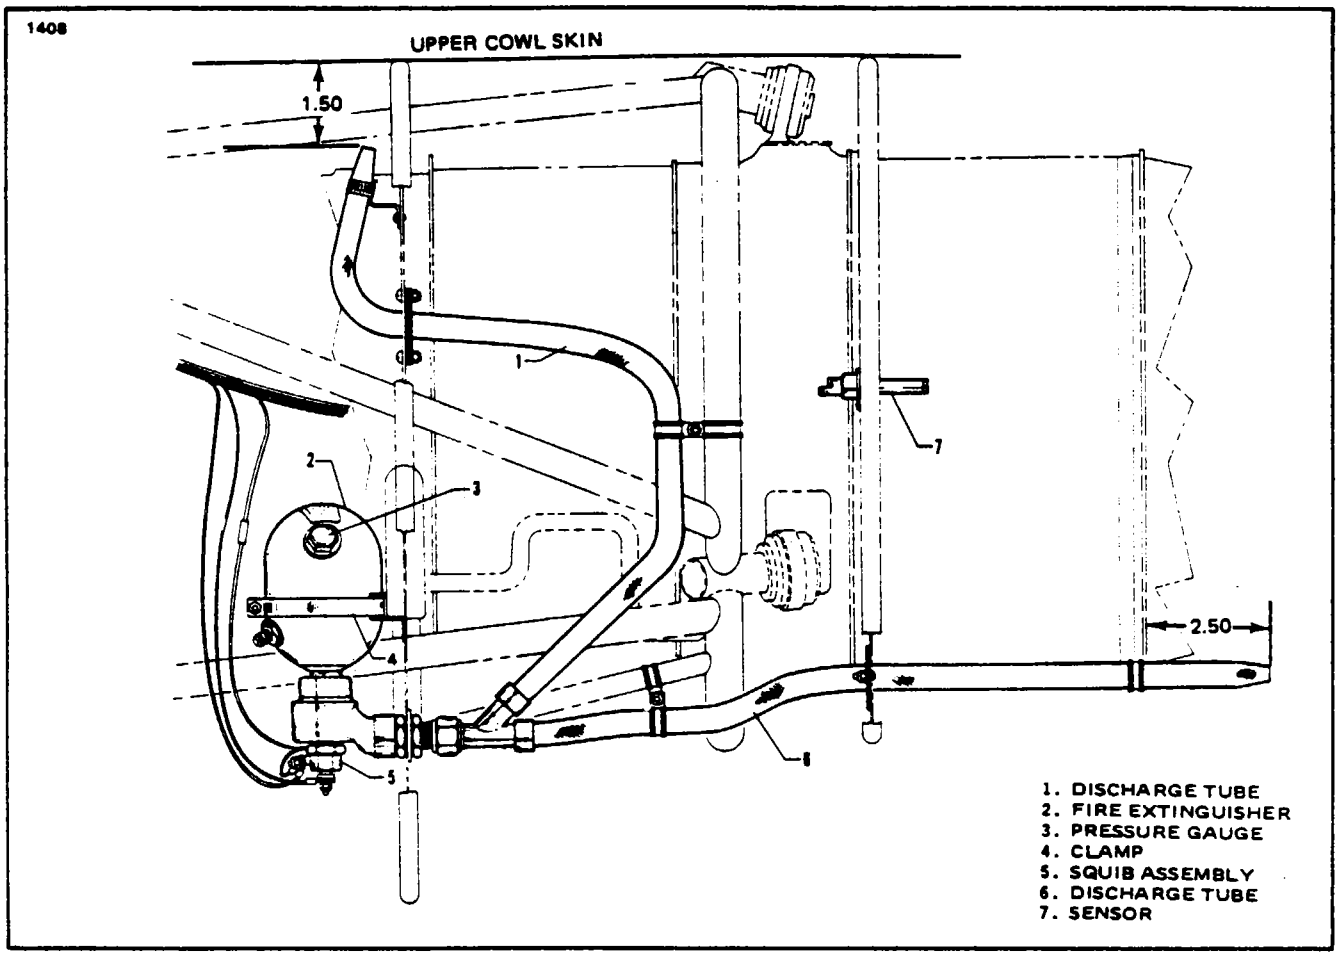

Figure 14-54. Engine Fire Extinguisher
e. Ascertain the placement of the discharge nozzles per dimensions shown in Figure 14-54. It is important that the nozzles be positioned as shown to obtain proper dispersal of the extinguishing agent.